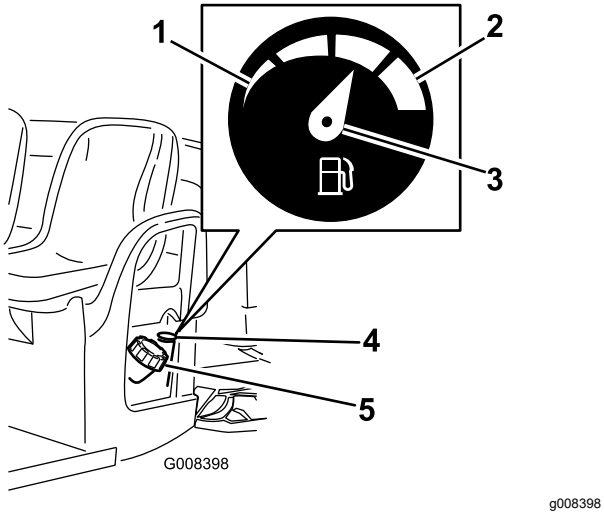

**Figura 17**
4. Limpie la zona alrededor del tapón del depósito de combustible (Figura 17).